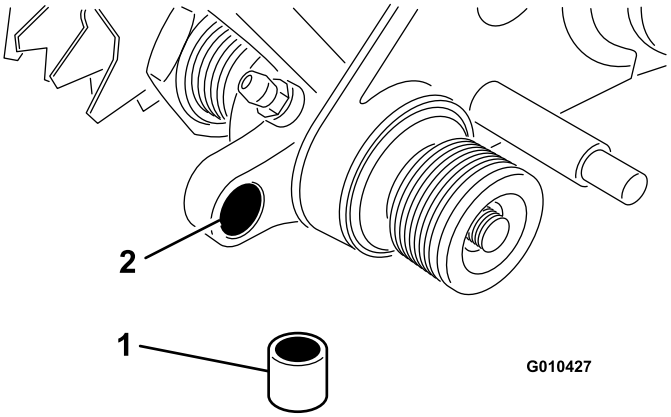

Figur 13
5. Sæt en bøsning i hullet i venstre drivenhed (Figur 13).